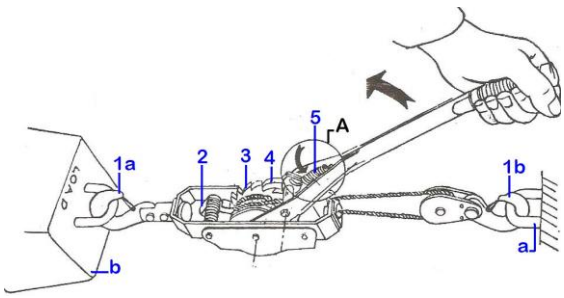

Fig.3
4.3- Riavvolgere il cavo (Fig.3)